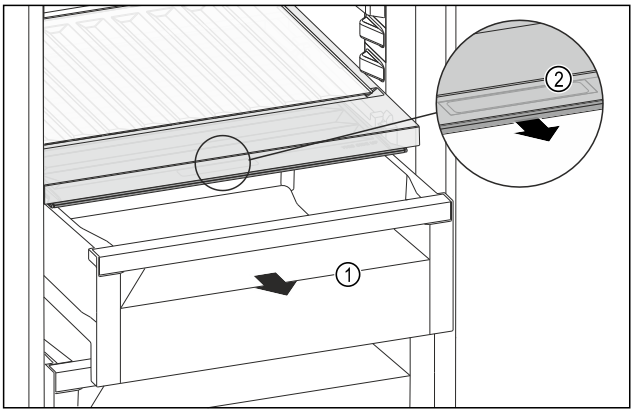

Fig. 127
▶ Húzza ki a fiókot *Fig. 127 (1)*.
▶ Fogja meg a süllyesztett fogantyút *Fig. 127 (2)* a rekeszfedélen, és ezzel egy időben húzza előrefelé a rekeszfedelet.